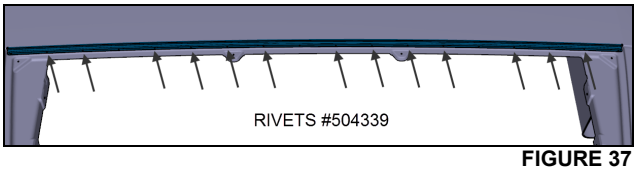

FIGURE 37
13. Fasten the drip edge using thirteen (13) rivets #504339 as shown on FIGURE 37.